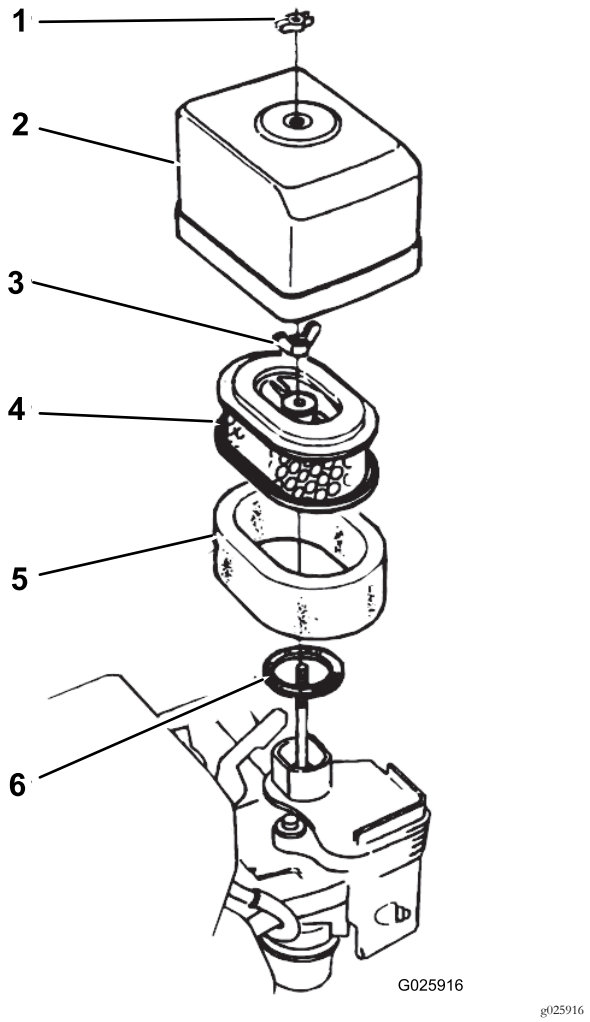

**Figur 32**
2. Ta bort vingmuttern som fäster luftrenarkåpan på luftrenaren och ta bort kåpan (Figur 32).
4. Ta bort vingmuttern från luftfiltret och ta bort filtret (Figur 32).
5. Ta bort skumplastfiltret från pappersfiltret (Figur 32).